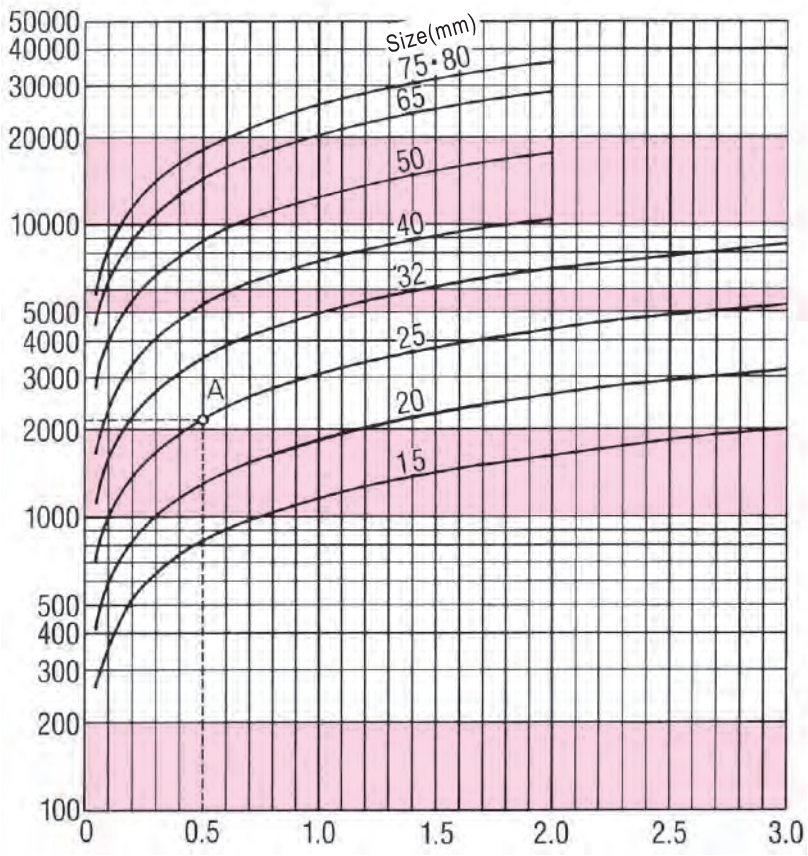

Fig 2. APPROXIMATE FLOW RATE
2. Use Fig.1 and Fig.2 when accumulation is not 25%.
2. When accumulation is 30% and other conditions are the same as above, since the approximate flow rate multiplying factor is 1.2, which can be acquired using point B in Fig.2, the flow will be 2,180kg×1.2=2,616kg/h.